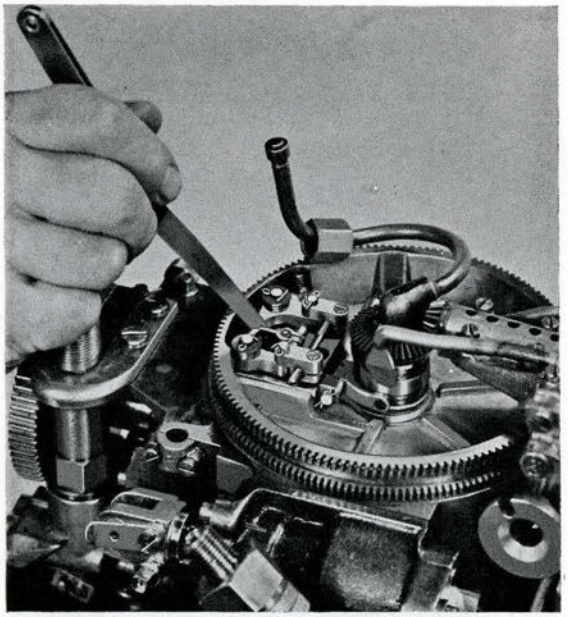

Figure 263
h. With cam pawls in extreme forward position, continue to move gyro slowly in azimuth and check clearance between pallet and pins on pallet-slide cover when pallet is in extreme right and left positions toward pins. The clearance for both positions of pallet must be equal and must be between 0.010 inch and 0.012 inch. (Fig. 263). If not, turn adjusting screw for pallet holder. When the clearances are equal and are between 0.010 inch and 0.012 inch, swing gyro slowly through an angle of 360 degrees in azimuth and make certain that it swings freely, with no binding in any position. Contact between the cam pawls and the ridges on the gyro cam plate should be barely perceptible. After adjustment has been made, tighten clamp screw for pallet holder and lock gyro.